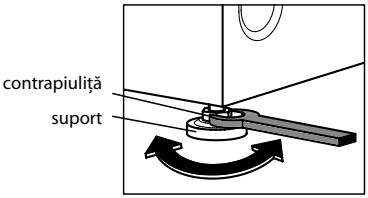

Figura 5
3.2.2 Așezați mașina după nivel strict orizontal, deșurubând sau răsucind, în primul rând, suporturile reglabile din față, în conformitate cu Figura 5: slăbiți cu cheia pentru piulițe contrapiulițele de pe suporturi, reglați înălțimea suporturilor, strângeți contrapiulițele. Instalarea incorectă a mașinii după nivel sau strângerea insuficientă a contrapiulițelor ulterior poate fi o sursă de vibrație și de zgomot sporit în timpul funcționării mașinii.